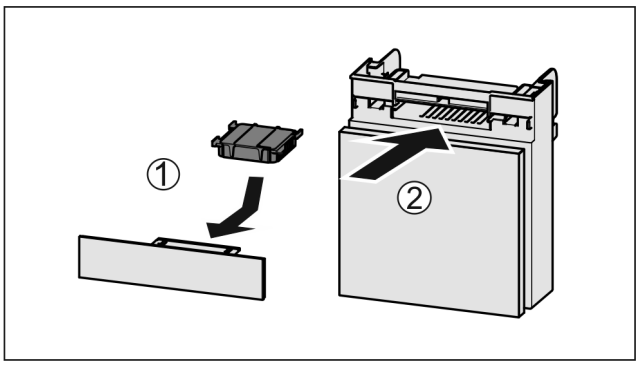

Fig. 81
▶ Insert the carbon filter as shown in the diagram *Fig. 81 (1)*.
▶ Push the compartment in *Fig. 81 (2)*.